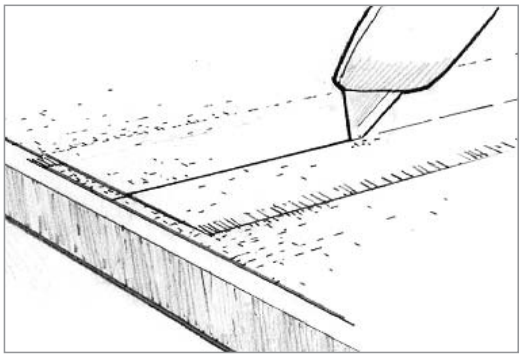
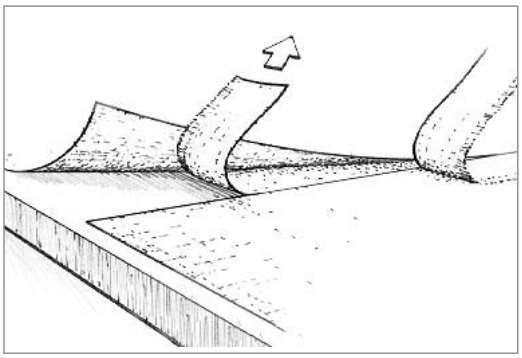

Figure 6-14 *Trim overlapping fabric using a metal straightedge and a sharp utility knife, for a flush butt joint.*
Figure 6-15 *Remove the topmost trimming. Then lift the opposite cut edge to remove the overlapped trimming.*
a) Place a metal straightedge on top of and midway between the two overlapped edges. **b)** Cut through both layers of cloth with a sharp utility knife *(Figure 6-14)*. **c)** Remove the topmost trimming and then lift the opposite cut edge to remove the overlapped trimming *(Figure 6-15)*. **d)** Re-wet the underside of the raised edge with epoxy and smooth into place.